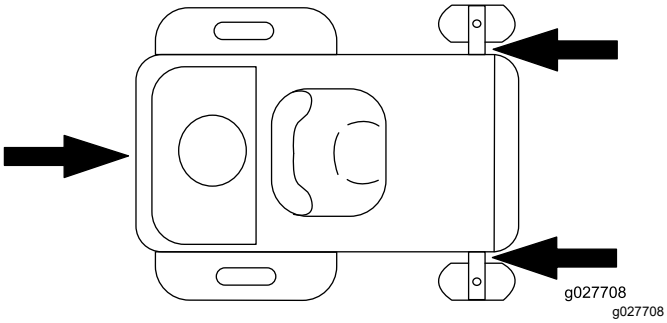

Figuur 30
- Zet de machine goed vast op de aanhanger of de vrachtwagen met behulp van riemen, kettingen, kabels of touwen. Gebruik enkel de aangegeven bevestigingspunten op de maaier zoals getoond in Figuur 30. Gebruik deze punten ook bij het